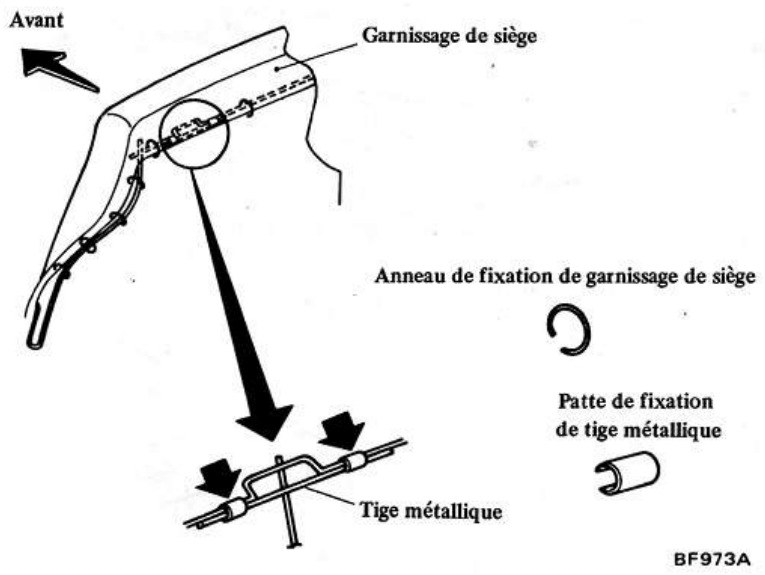

Fig. BF-68 Mise en place du dossier
- **Libérer les anneaux assurant la fixation d'une partie du garnissage du dossier de siège et rabattre le garnissage. Retirer les pattes de fixation de la tige métallique et retirer cette darnière. Remettre le garnissage en place. Voir Figure BF-68.**